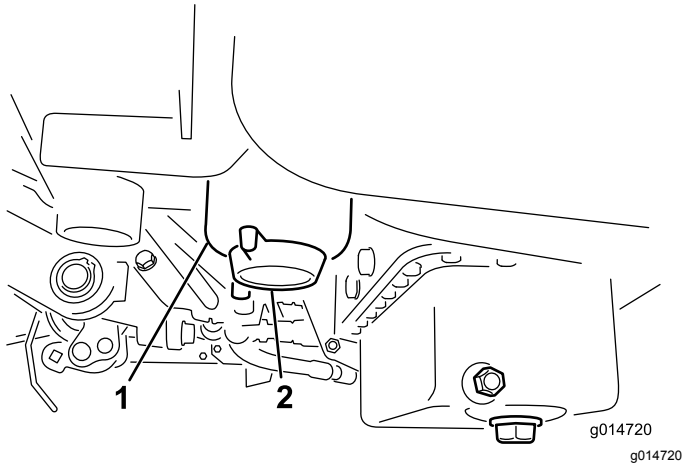

**Figuur 42**
2. Reinig de omgeving van de plaats waar de filterbus wordt gemonteerd (Figuur 42).
4. Open de filteraftapplug (Figuur 42).